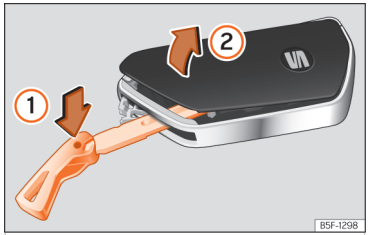

**Fig. 70** Vehicle key: open the battery compartment cover.
- Insert the key blade into the slot ››› Fig. 70, press it in the direction of arrow (1) and detach the cover by levering it (2).